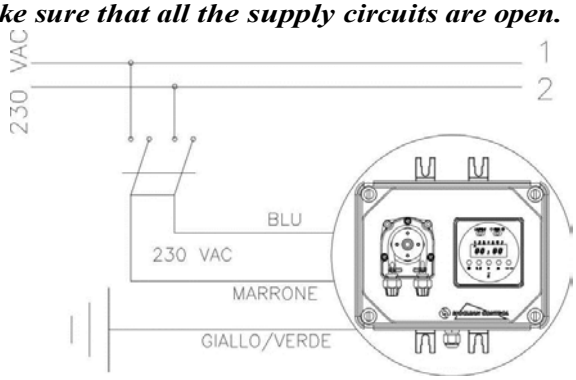

Fig. 2
1. *Disconnect the pins from the mains or by means of a two poles switch with 3 mm minimum distance between the contacts. (Fig. 2).*
b. *- Carefully observe the regulations in force in the various countries as regards electrical installations (Fig.2).*